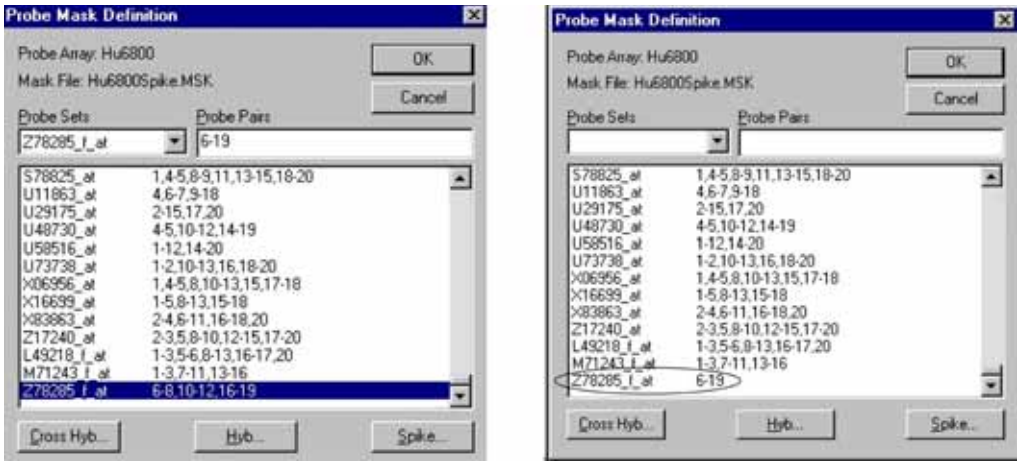

Figure G.47
⇒ The Probe Sets box and Probe Pairs box automatically display the selection **(Figure G.47)**.
4. Edit or delete the entry in the **Probe Pairs** box, then click the lower field to update the list of probe pairs **(Figure G.47)**.